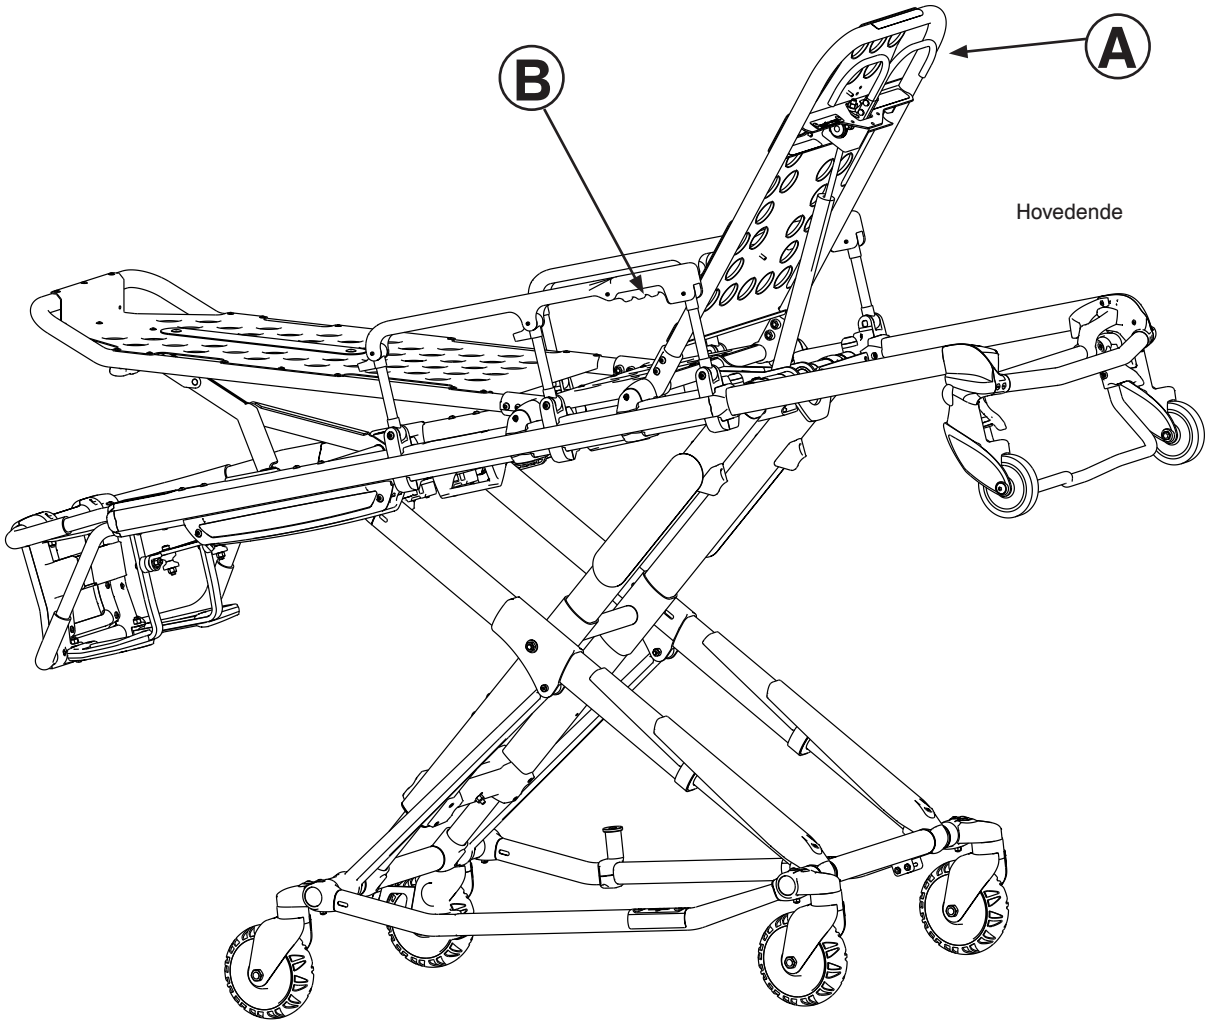

Figur 29
Ryglænet rejses, som vist i Figur 29, ved at klemme om håndtaget (A) for at få pneumatisk hjælp til at rejse ryglænet til den ønskede højde.
Sidegærderne rejses, som vist i Figur 29, ved at løfte op i sidegærdet, indtil låsen klikker, og sidegærdet sidder fast.